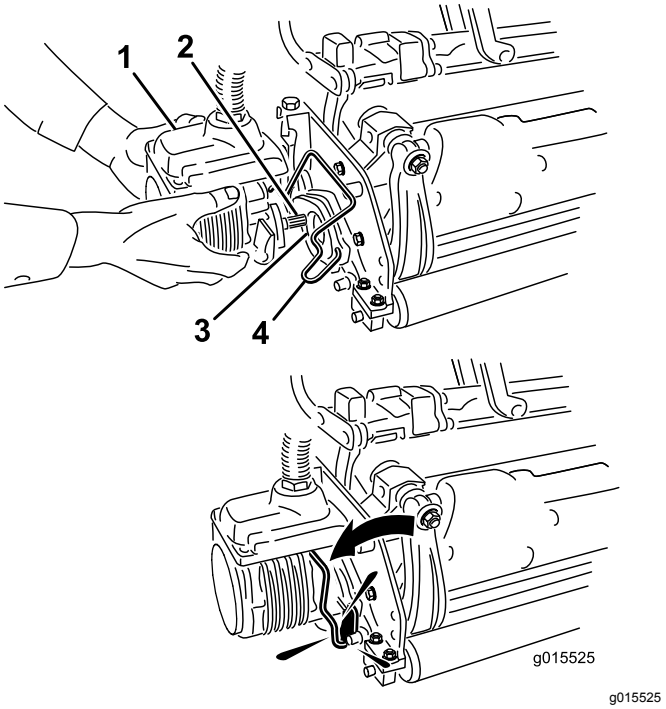

Figur 38
6. Stryk på rent fett på klippenhetsmotorns räfflade axel (Figur 38).
7. För in motorn på vänster sida av klippenheten (sett från förarsätet) och dra motorfäststaget på klippenheten mot motorn tills du hör ett klickljud från båda sidorna av motorn (Figur 38).